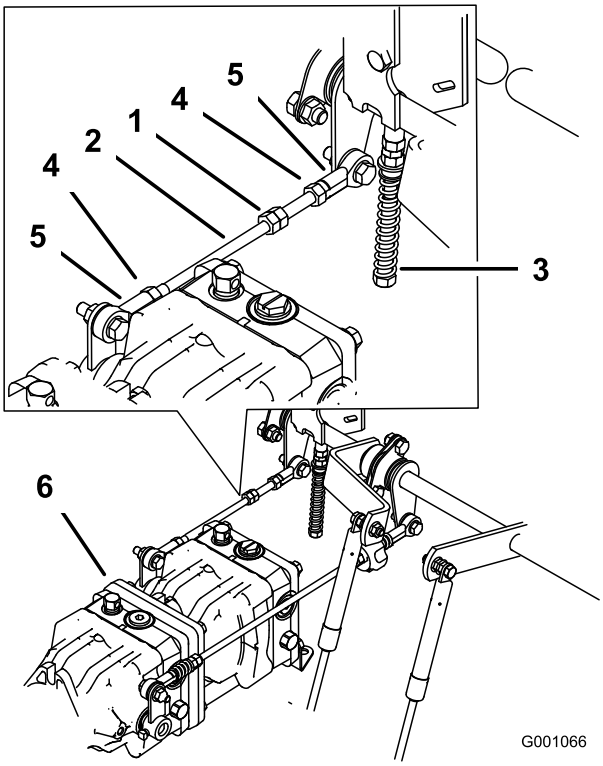

Figur 77
1. Løsn låsemøtrikkerne ved kugleleddene på pumpestyrestangen (Figur 77).
3. Juster pumpestangens længde ved at dreje dobbeltmøtrikkerne på pumpestangen i den relevante retning, indtil hjulet står stille eller kryber en smule i bakgear (Figur 77).
6. Stram låsemøtrikkerne ved kugleleddene (Figur 77).